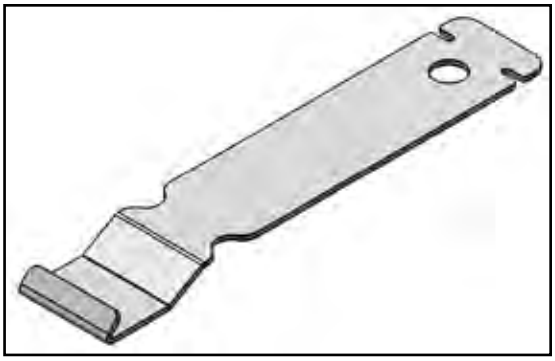
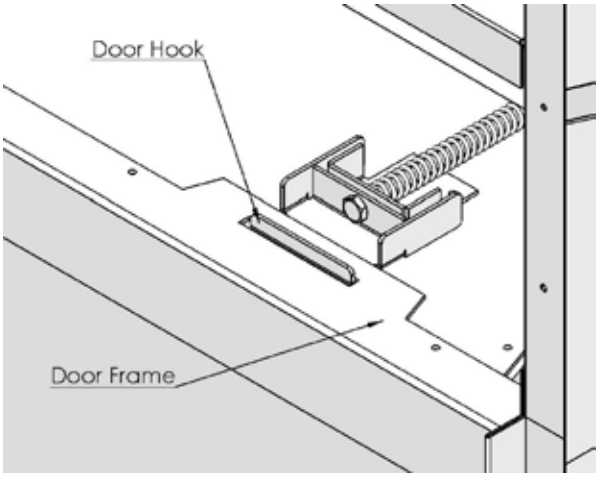

Figure 4: Door Latch /Air Adjustment Tool.
Figure 6: Door Latch Tool in Place.
1) The fireplace door is hung on two (2) hooks on the top of the firebox. The two (2) door latches at the bottom of the firebox hook over the tabs on the bottom of the door frame.
2) Lower the door latch tool underneath the door frame. Catch the lower door latch with the door latch tool (see Figure 4) and pull it out slightly, then down. Once the lower door latch clears the tab on the bottom of the door frame, release it inwards and then remove the door latch tool. Refer to Figures 6 & 7.